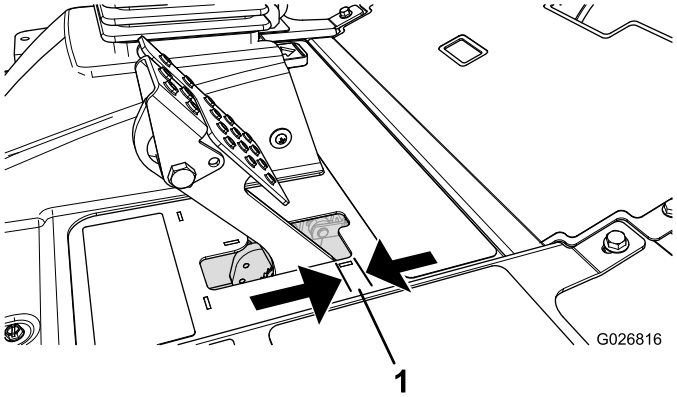

Figur 67
Juster bremserne, hvis bremsepedalen har mere end 2,5 cm fri vandring (Figur 67), eller hvis mere fastholdelseskraft er påkrævet. Fri vandring angiver den afstand, som bremsepedalen kan flyttes, før du mærker bremsemodstand.
2. Tilspænd den bageste møtrik for at flytte kablet bagud, indtil bremsepedalerne har 0,63 til 1,27 cm fri vandring (Figur 67), før hjulene låser.